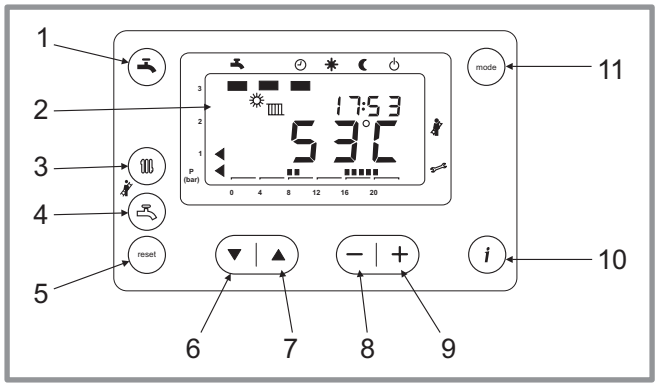

Figure 32 - Tableau de contrôle
Appuyer simultanément sur et pendant 6 secondes (repères 3 et 4, Figure 32).
- Appuyer sur la touche ▼ (repère 6, Figure 32).
Il est possible de contrôler les allures intermédiaires en ajustant le % à l'aide des touches (**+**) et (**-**) (repères 8 et 9, Figure 32).